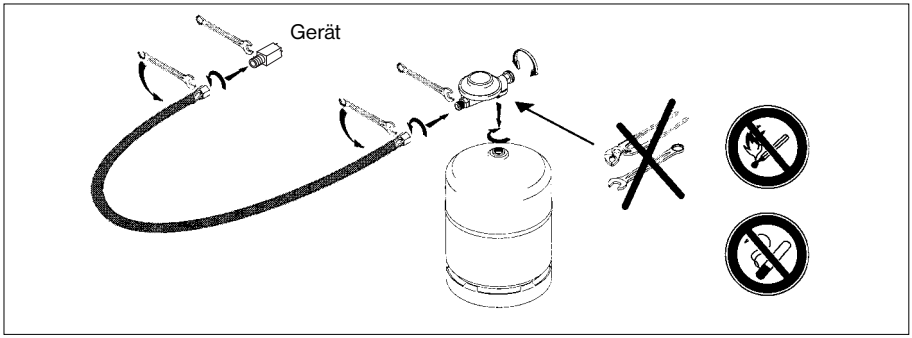

Abbildung 7
10.3.3. Anschluß einer Gasflasche mit innenliegendem Kugel-rückschlagventil (Abbildung 7)